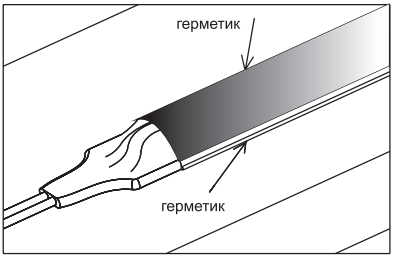

Рисунок 19
8.3 Для полной защиты от влаги необходимо дополнительно защитить боковые поверхности ленты и места соединений герметиком или использовать герметичные короба (рисунок 19).